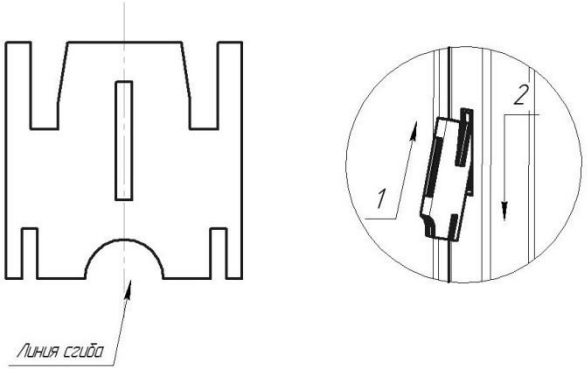

Рис.4
4.5. Согнуть и установить полкодержатели в отверстия боковых и задних стенок (Рис.4). Установить полки в шкаф.